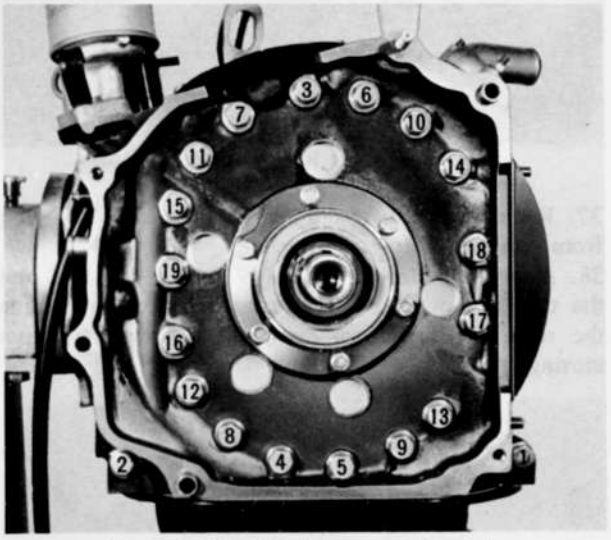

Fig. 1–17 Tension bolts loosening order
33. Loosen the tension bolts in the sequence shown in Fig. 1–17, and remove the tension bolts.